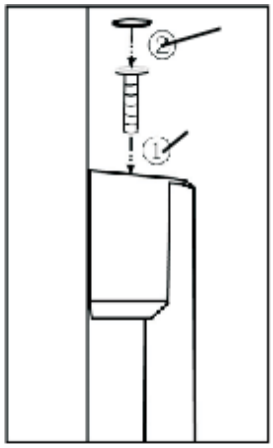

Abbildung 2
3) Schrauben Sie die Sechskantschraube mit einem Sechskantschraubendreher in das Gewinde. (Erster Schritt in Abbildung 2)
4) Drücken Sie die Schraubenkappe in die richtige Position. (Zweiter Schritt in Abbildung 2)